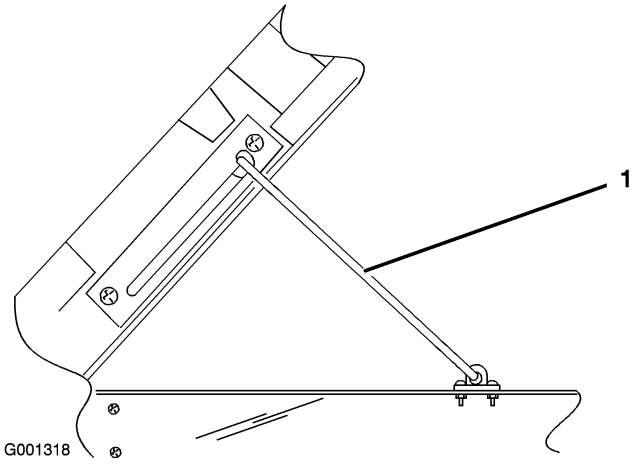

**Figure 1**
3. Raise the box to its full height; then lower it slightly to engage the prop rod (Figure 1).